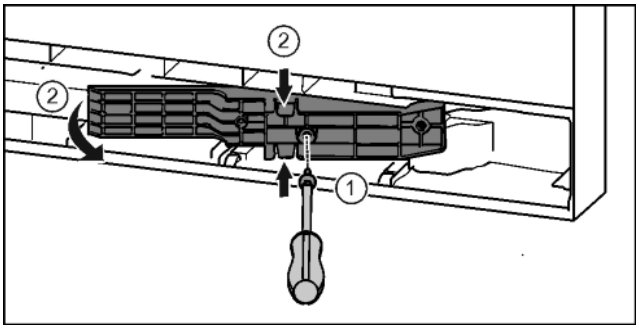

*Fig. 22**
▶ Desserrer les vis avec un tournevis T15.* *Fig. 22 (1)*
▶ Sortir l'adaptateur.* *Fig. 22 (2)*